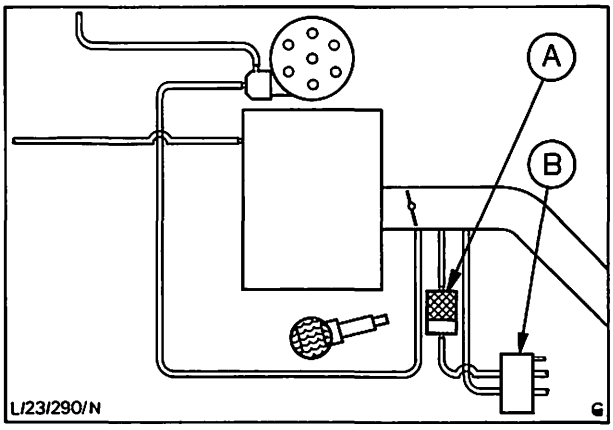

Fig. 57 Einbau des Zündverzögerungs/Zündhalteventils (2,8-Ltr.-Benzin-Einspritzer mit Handschaltung)
b) Zündhalteventil (A in Abb. 57):